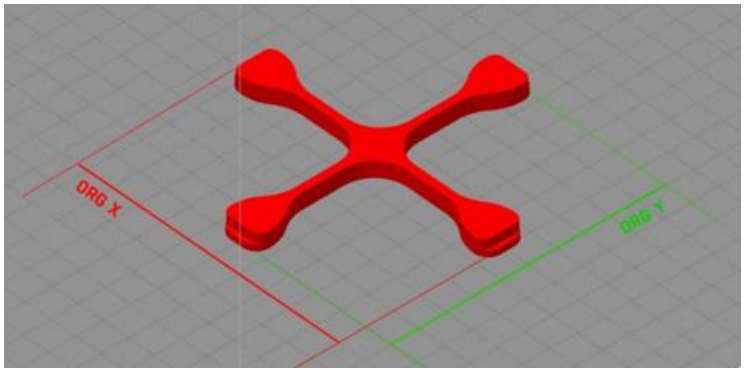

Rys. 2 Model Dimmension_Calibration.stl
1. Pobierz model .stl bryły kalibracyjnej Dimmension_Calibration.stl (rys.2). Model .stl dostępny jest na stronie www.3dgence/support w zakładce Twoje pliki (zakładka dostępna jest po założeniu konta i zarejestrowaniu urządzenia).